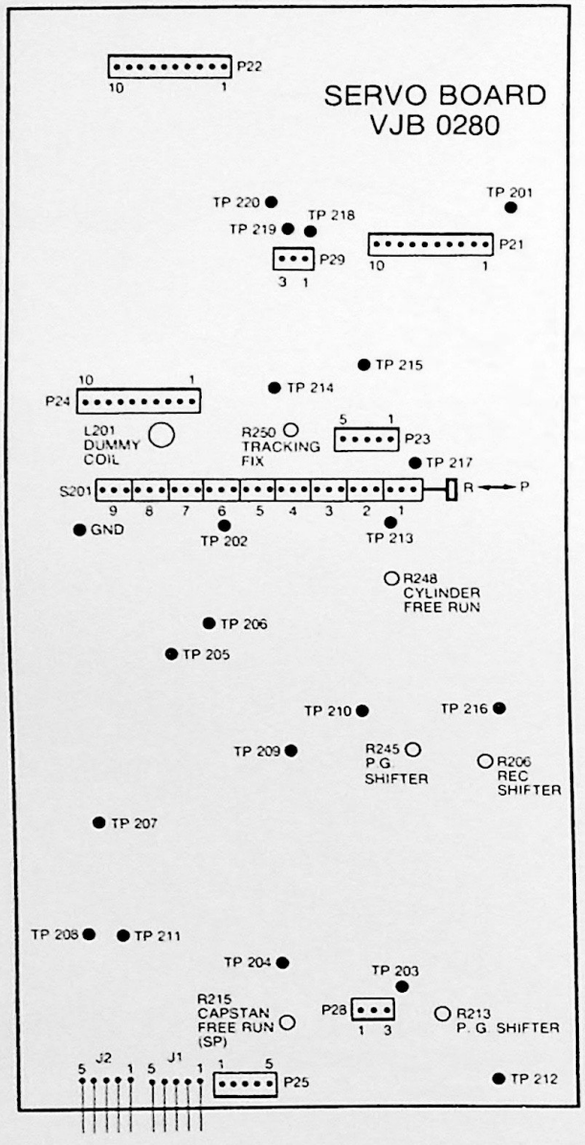

Figure 30. Servo Board
1. Connect frequency counter to TP 203 on the Servo Circuit Board (Figure 30).
1. Connect scope channel-1 (5V/div.; 5 ms/div.) to TP 206 — trigger on channel-1 signal (Figure 30).